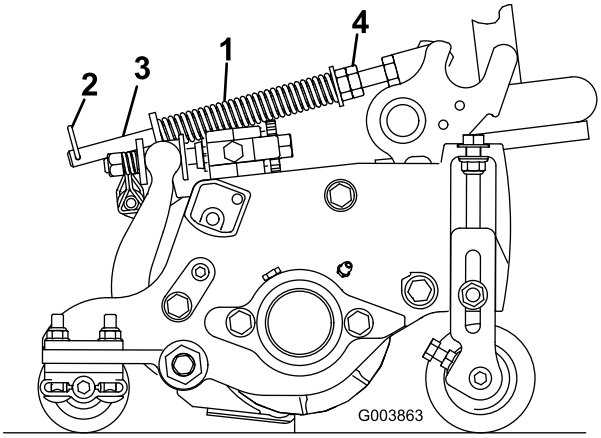

Figur 15
Gräsutjämningsfjädern (Figur 15) överför vikt från den främre till den bakre valsen. (Detta hjälper till att minska förekomsten av det speciella vågformade mönster i gräsmattan som kallas för ”ondulering” eller ”bobbing”.)
1. Se till att hårnålssprinten sitter i det bakre hålet på fjäderstången (Figur 15).
2. Dra åt sexkantsmuttrarna på fjäderstångens främre ände tills fjäderns komprimerade längd är 12,7 cm på Reelmaster 5410 med 12,7 cm klippenheter, eller 15,9 cm på Reelmaster 5510 och 5610 med 17,8 cm klippenheter (Figur 15).